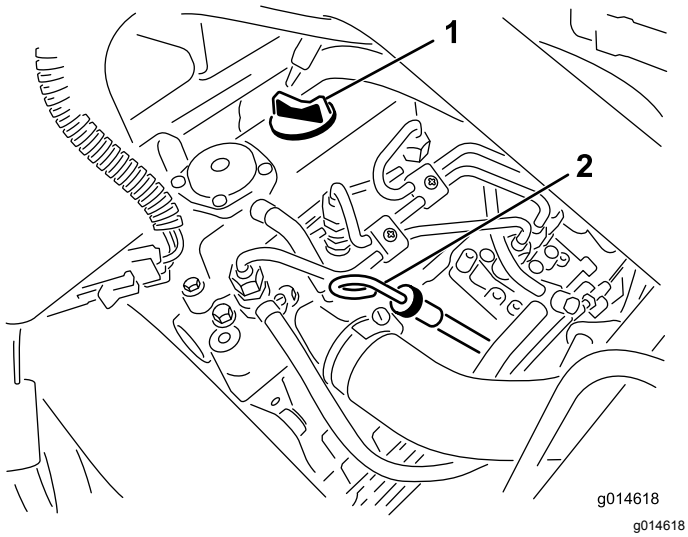

Figuur 21
2. Verwijder de peilstok en veeg deze af met een schone doek (Figuur 21).